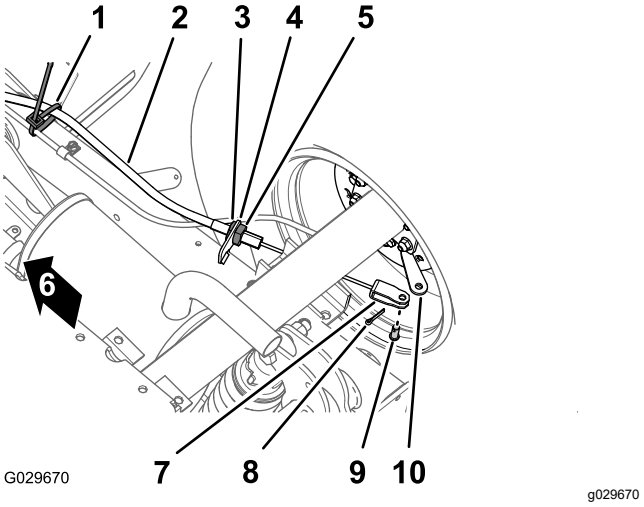

Figur 44
1. Ta bort det kabelband längst ner på maskinen som håller fast parkeringsbromskabeln vid fotbromskabeln (Figur 44).
2. Märk ut en rotationslinje på den främre kontramuttern för parkeringsbromskabeln (Figur 44).
3. Lossa den bakre kontramuttern och ta bort kabeln från bromskabelfästet (Figur 44).
4. Ta bort saxpinnen och sprintbulten som håller fast klykan för parkeringsbromskabeln vid bromsreglagespaken, och skilj kabeln från spaken (Figur 44).
1. För parkeringsbromskabelns gängade justerare till bromskabelns fäste och klykan till bromsreglagespaken (Figur 44).
3. Rikta in parkeringsbromskabelns gängade justerare med bromskabelns fäste och dra åt den bakre kontramuttern (Figur 44).